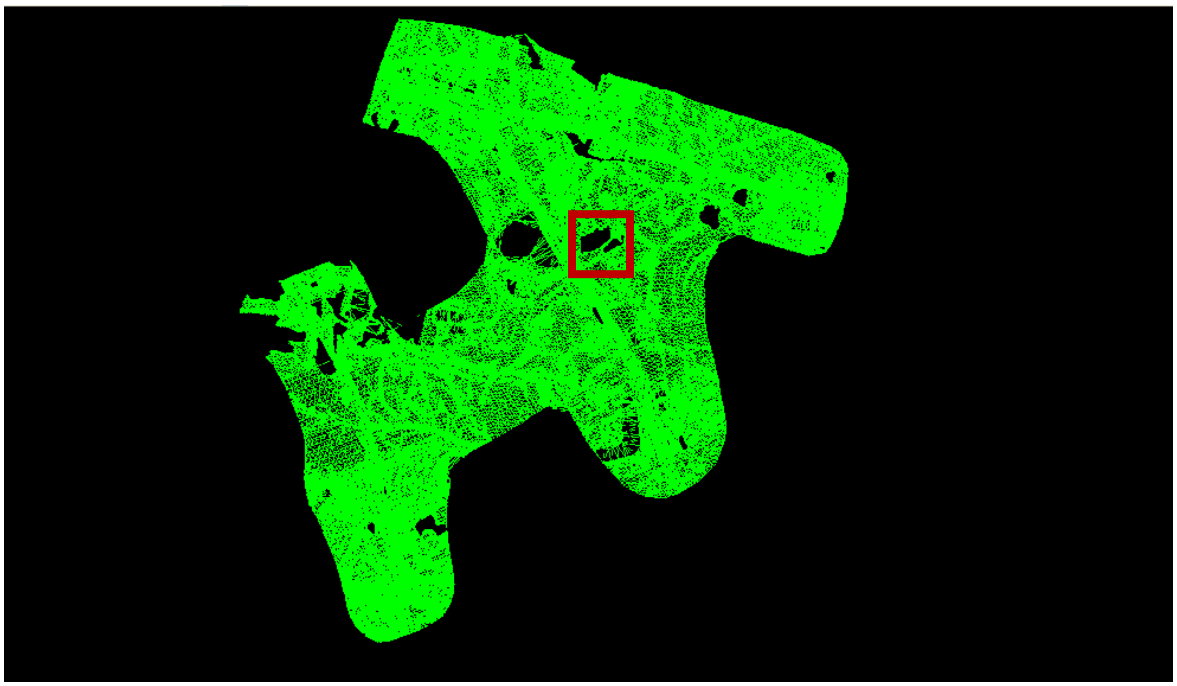

Figure L8-92 MicroStation View
- Ensure your view in MicroStation matches that shown in *Figure L8-92*. The Red square in *Figure L8-92* identifies the obscured area near the Alignment causing the End Condition failures.
- In MicroStation, click the **Window Area** ( ) icon and window area as identified by the Red square in *Figure L8-92*.